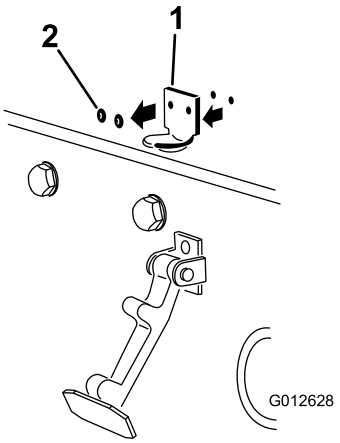

Figur 7
2. Ta bort de två (2) nitarna som fäster motorhuvslåsfästet på motorhuven (Figur 7). Avlägsna fästet från motorhuven.